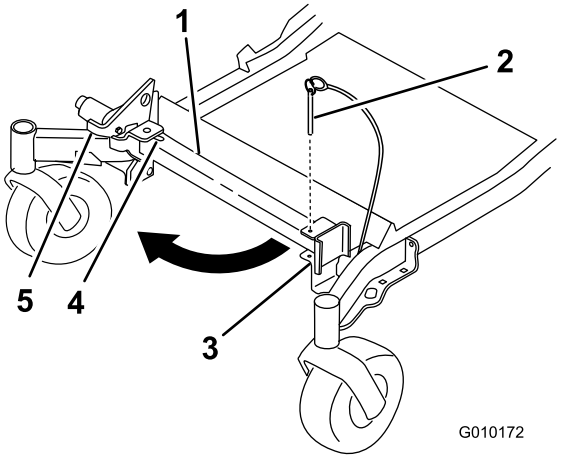
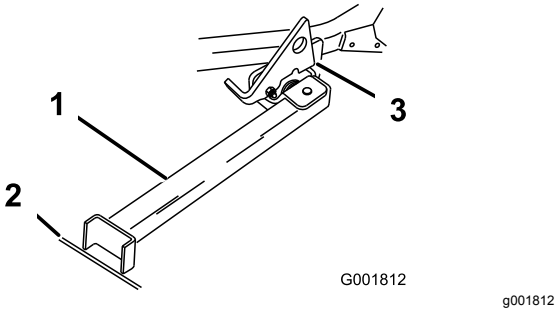

**Figur 32**
**Figur 33**
2. Fjern beslagpinden (Figur 32).
4. Sving standens fod ud fortil, og skub den mod maskinen, ind nederst i rillen (Figur 32 og Figur 33).
5. Placer standens fod på jorden, og lad låsen hvile på drejetappen (Figur 33).
**Bemærk:** Det bedste resultat opnås, hvis standens fod placeres i en revne i fortovet eller i plænen (Figur 33).
7. Kør maskinen op på standen. Stands, når låsen falder over tappen i låst position (Figur 33).
5. Sæt den tilbage til hvileposition (Figur 32).